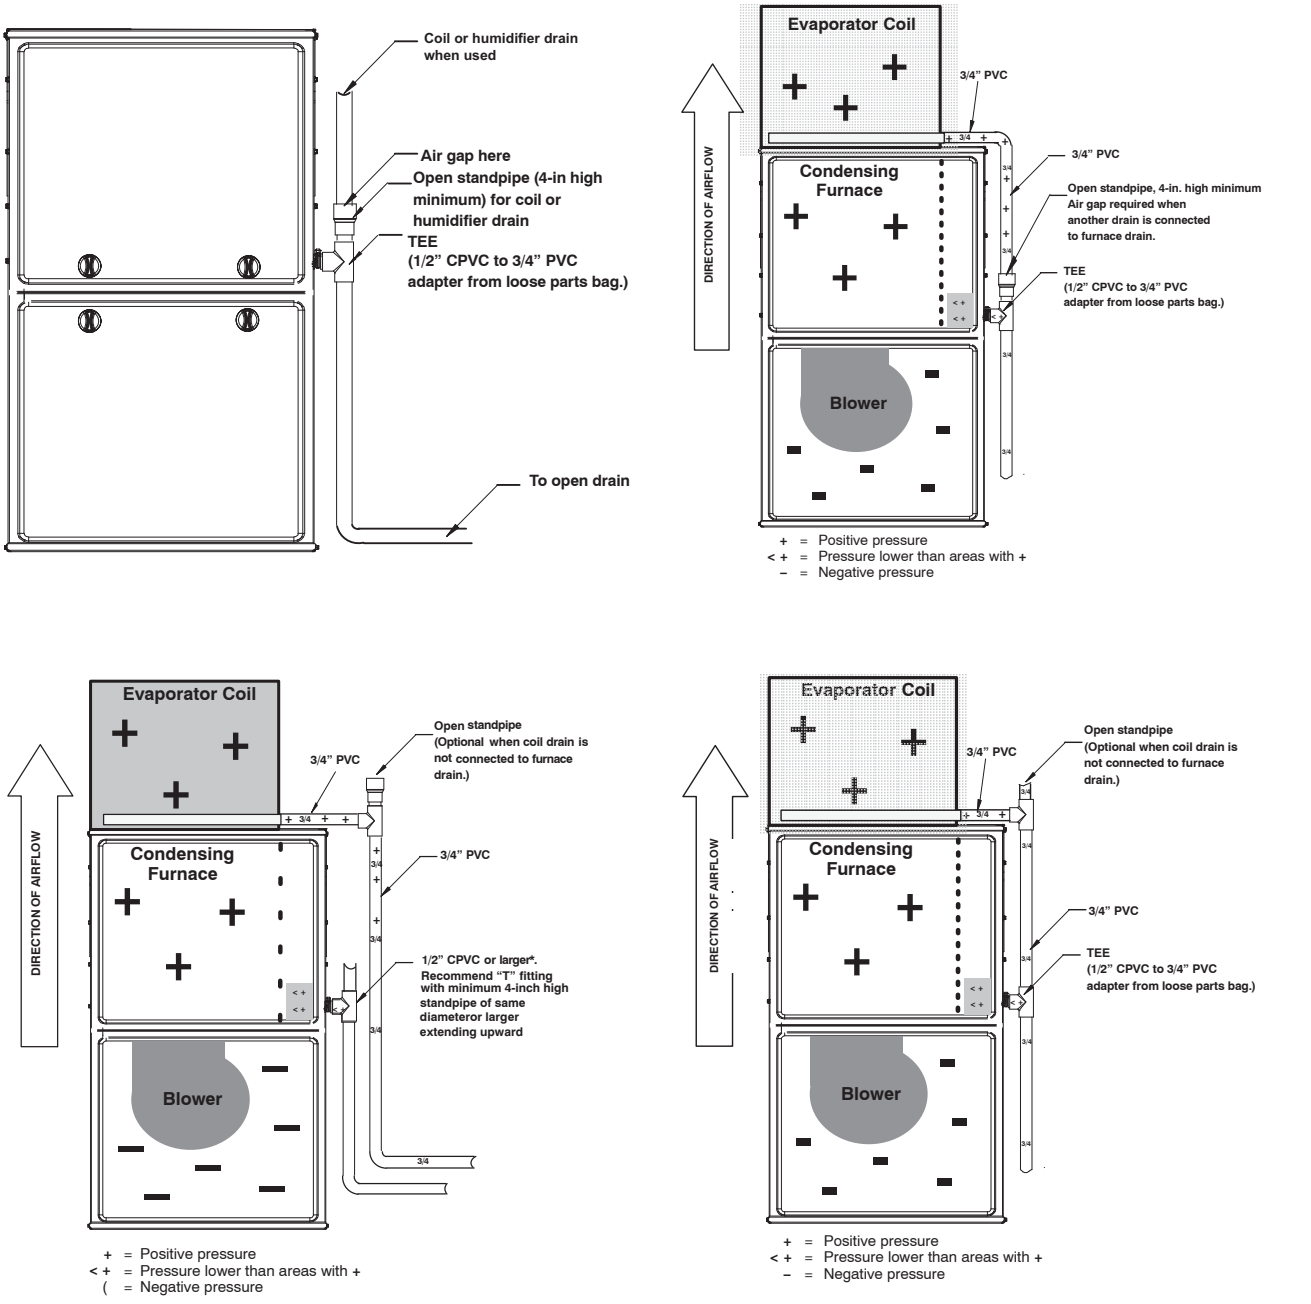

Fig. 14 – Example of Field Drain Attachment
c. All condensate piping is at least 3/4-in. PVC and there is a relief tee at the top of condensate drain piping as shown in Fig. 14.